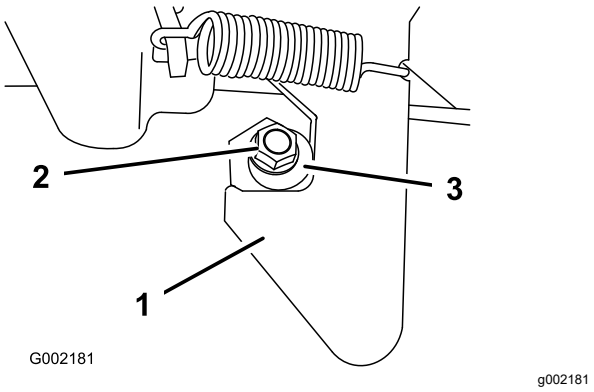

Figur 69
1. Løsn låsemøtrikken i enden af låsestiften (Figur 69).
2. Drej låsestiften med uret, indtil den ligger tæt op ad låsens krogdel (Figur 69).